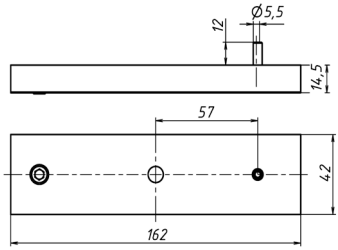

Рисунок 4 - Габариты якоря
5.3 Якорь замка устанавливается на двери напротив корпуса и закрепляется с помощью комплекта крепления якоря. Для этого в двери подготавливаются монтажные отверстия для штифта (Ø6 мм) и винта крепления (Ø10 мм) в соответствии с габаритным чертежом якоря (рисунок 4).